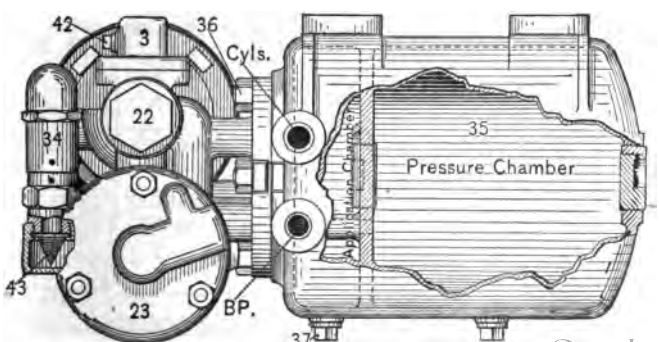

FIG. 80.—DISTRIBUTING VALVE AND DOUBLE-CHAMBER RESERVOIR.
Referring to Fig. 80, the upper connection is the one that connects the distributing valve to the brake cylinders. The
Q. Referring to Figs. 80 and 91, what are the names of the parts as numbered?